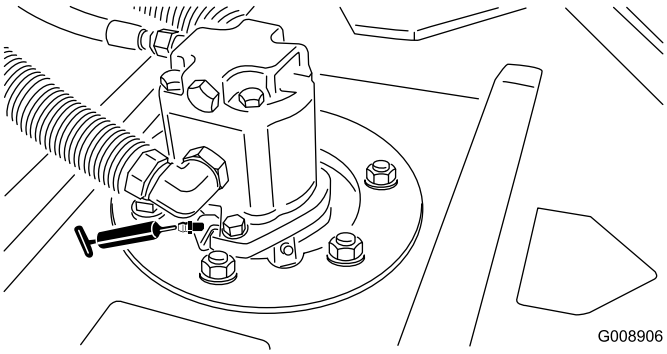

**Figur 42**
- Klippenhetens spindelaxellager (1 per klippenhet) (Figur 42)